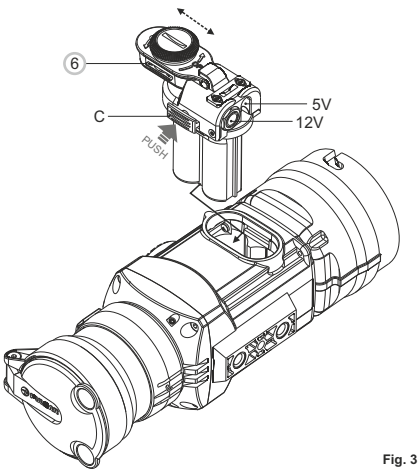

Fig. 3
- Install the external power adapter into the monocular's battery compartment **(see Fig. 3)**. Make sure that the adapter's latches **(C)** have snapped on both sides.
- Secure the cover (6) on the adapter **(see Fig. 3)**.
- Power the unit on with a short press of the **"ON/OFF" (9)** button.